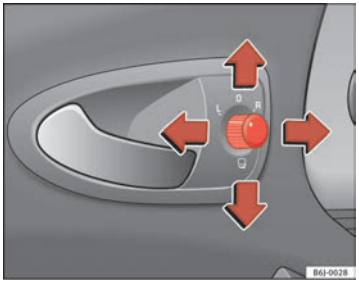

Fig. 63 Controls of exterior mirrors
1. Turn knob ⇒ fig. 63 to position **L** (**left exterior mirror**).
– Turn the control ⇒ page 99, fig. 63 to position to fold in the exterior mirrors. You should always fold in the exterior mirrors if you are driving through an automatic car wash. This will help prevent damage.